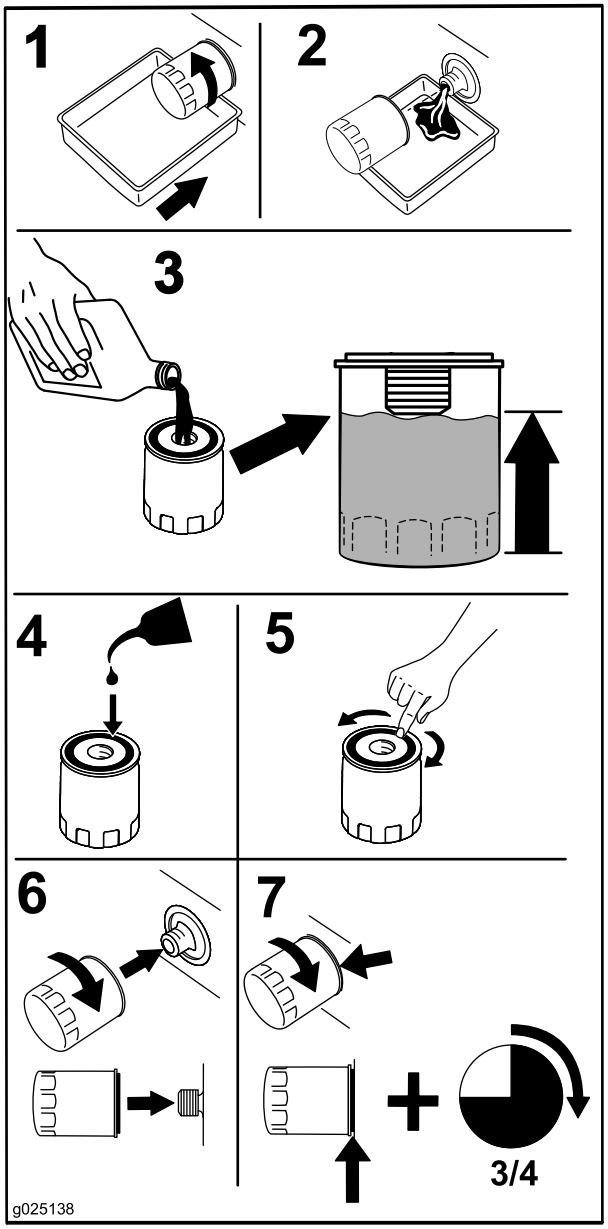

Bild 41
2. Wechseln Sie den Motorölfilter (Bild 41).